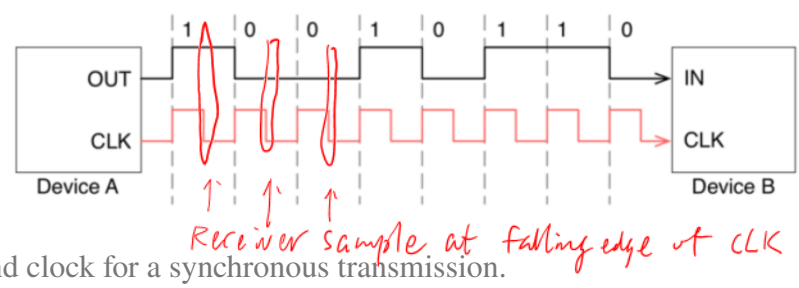

Figure 2: Data and clock for a synchronous transmission.
- Synchronous communication transceivers use a common clock wire to synchronize the transmitting and receiving devices, as shown in Fig. 2.